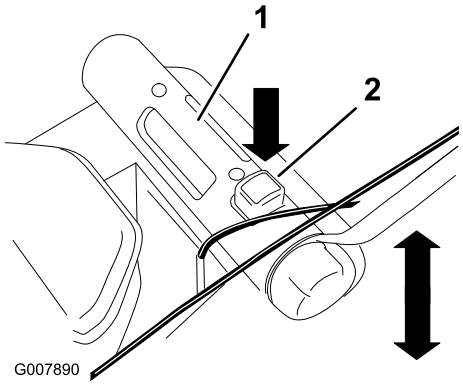

Figur 17
4. Tryck ner justeringsknappen och håll i justeringshandtaget för klipphöjden för att ändra klipphöjden uppåt eller neråt (Figur 17).